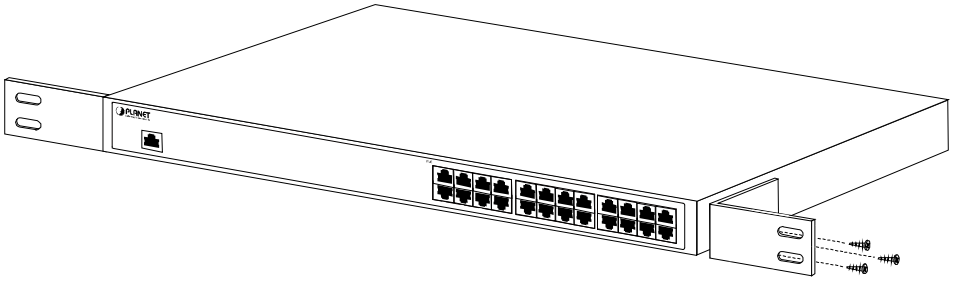

Figure 2-2-1: Brackets attaching to the PoE+ Managed Injector Hub
Step 2: Attach a rack-mount bracket to each side of the PoE+ Managed Injector Hub with supplied screws attached to the package. Figure 2-2-1 shows how to attach brackets to one side of the PoE+ Managed Injector Hub.